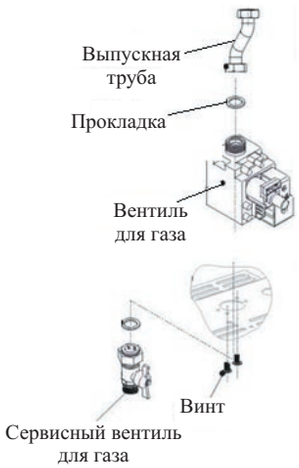

Рисунок 4-12
4. Отвинтите винты, которыми крепится впускная труба к нижней панели котла и выпускная труба к манифольду горелки (Рисунок 4-12).